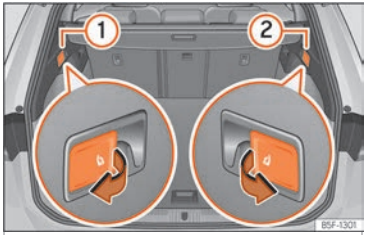

Fig. 119 Dans le coffre à bagages : Leviers de déverrouillage du dossier arrière.
- Tirez le levier de déverrouillage à distance de la partie gauche ››› fig. 119 ① ou droite ② du dossier dans le sens de la flèche. La partie débloquée du dossier arrière se rabat automatiquement vers l'avant.